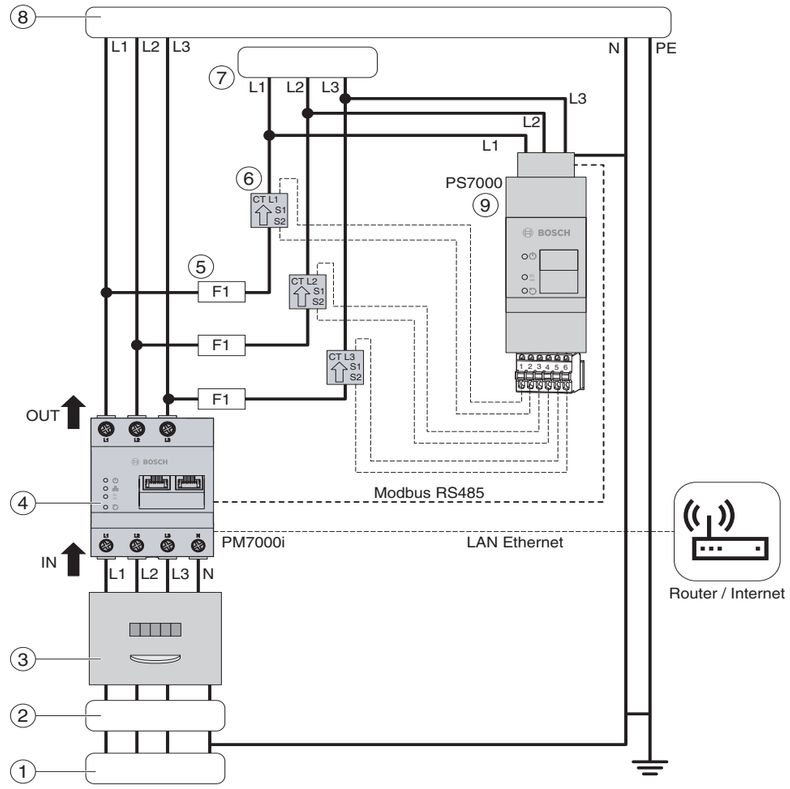

Bild 2 Anschlussschema
- – Bei einem dreiphasigen Stromnetz die Außenleiter L1, L2 und L3 und den Neutralleiter N gemäß Anschlussschema (→ Bild 2) an den PM7000i anschließen.